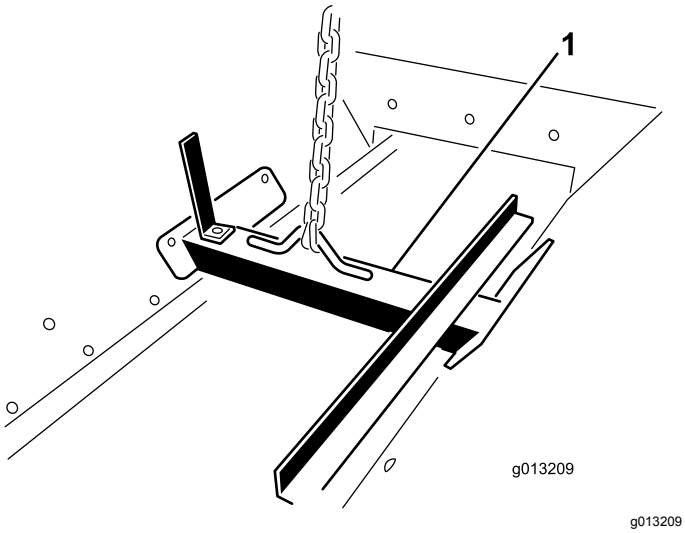

Figur 13
1. Fastgør en løfteanordning på løftebeslaget, der er boltet fast til indersiden af tragtbeholderen (Figur 13).